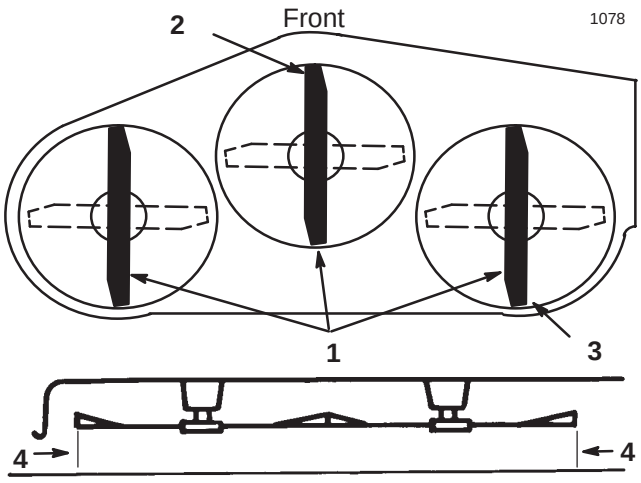

Figure 15
4. Carefully rotate blades so they are facing front and rear (Fig. 15).
5. Measure between the tip of the front blade (Fig. 15). and the tip of the rear blade to the flat surface. If the front blade tip is not 0–3/8” (0–9.5 mm) lower than the rear blade tip adjust front adjustment links.